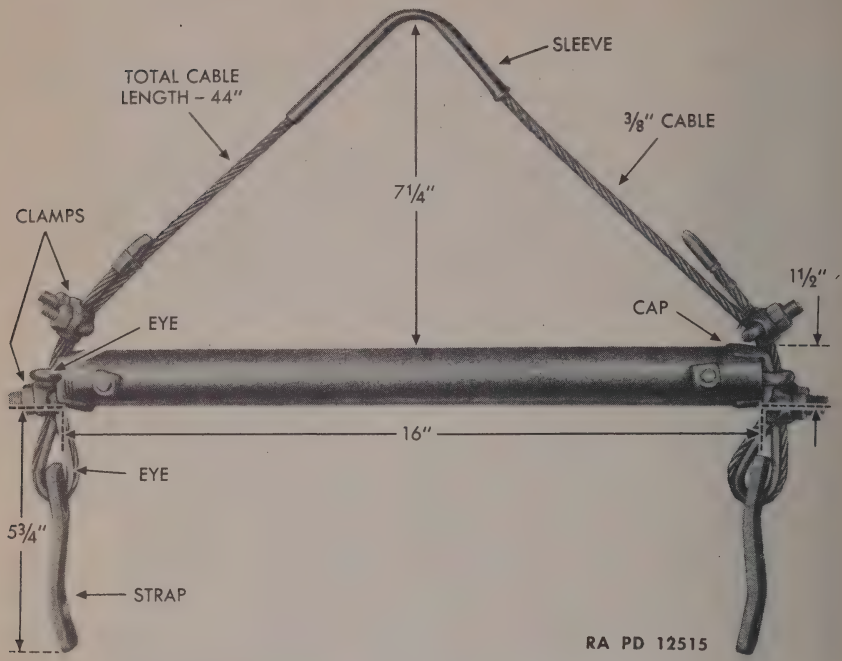
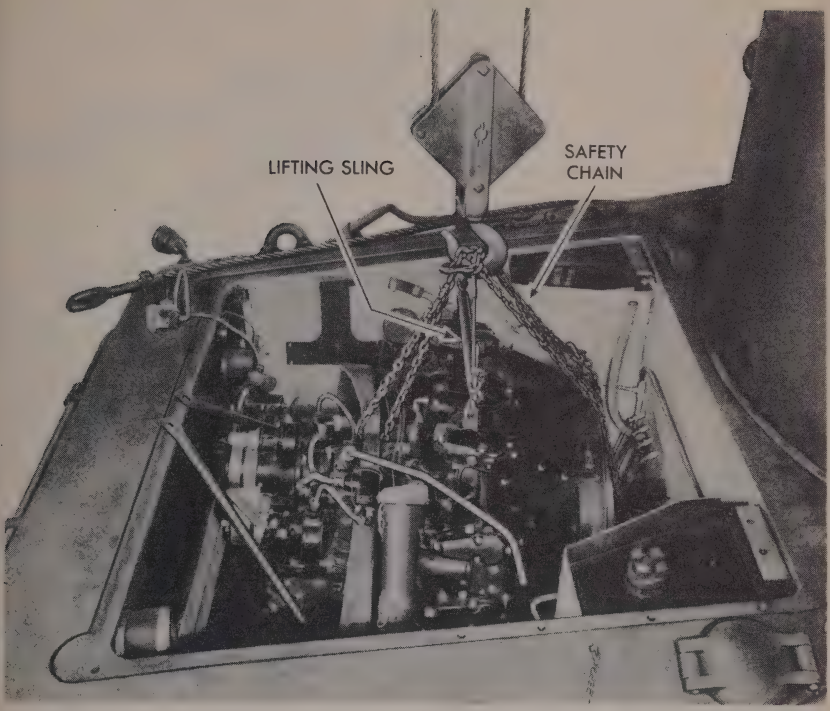

Figure 62—Detail of Engine Lifting Sling
Figure 63—Engine Partially Lifted from Tank
(16) ATTACHING LIFTING SLING TO ENGINE (figs. 62 and 63).
(*b*) Install the lifting sling straps on the shafts (figs. 62 and 63) and replace and tighten the nuts. Install a safety chain from the center of the rear engine support beam to the clutch spring housing hub (fig. 63). NOTE: it may be necessary to disconnect one of the priming lines to prevent its being damaged by the chain.
(17) LIFTING OUT ENGINE (figs. 63 and 64).
In removing the engine with a wrecker, back wrecker up to the tank and lower boom sufficiently to lift engine vertically until it is partially out of tank (fig. 63). As soon as the weight of the engine is taken by the hoist, remove the 8 bolts securing the engine support beam to support brackets. *Extreme care must be taken to see that no part of the engine catches on any projection in the engine compartment.* Rocking the engine carefully will release the flange from the propeller shaft. In order to lift the engine high enough to clear the back of the hull, the boom of the wrecker can be raised. Have 2 men on rear of tank to hold engine away from hull. It may be necessary to turn the engine slightly to keep it clear of the hull when lifting it the balance of the distance (fig. 64). Remove the steady rest adapters. When the engine is clear of the hull, pull the wrecker ahead and lower the engine onto a suitable engine stand, putting pipe extensions into steady rest tube if needed and secure properly. Remove safety chain and lifting sling.